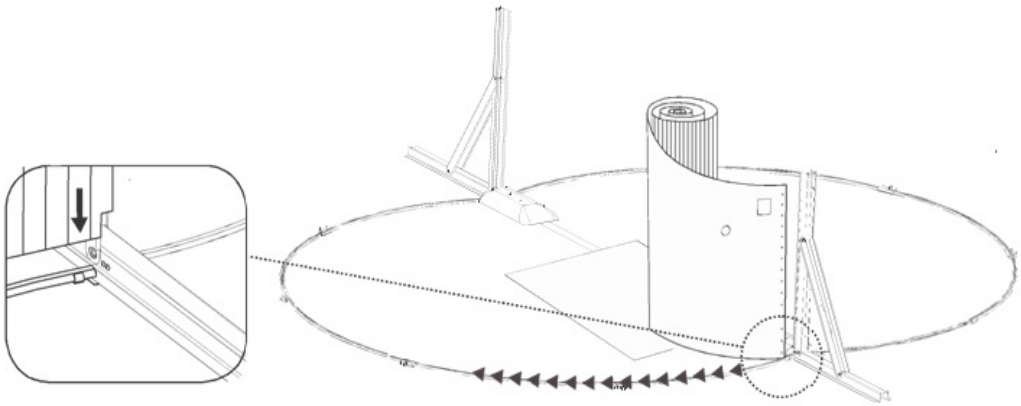

Abbildung 21
8. Rasten Sie das Ende der Poolwand im seitlichen Metallelement zwischen der Öffnung in der Seitenschiene ein. Stellen Sie sicher, dass der vorbereitete Standort nicht ständiger Windbelastung ausgesetzt ist. Rollen Sie die Wand weiter aus und schieben Sie die untere Kante der Poolwand in die Schienen, bis die gesamte Länge der Poolwand in den Schienen ist (siehe Abbildung 21).